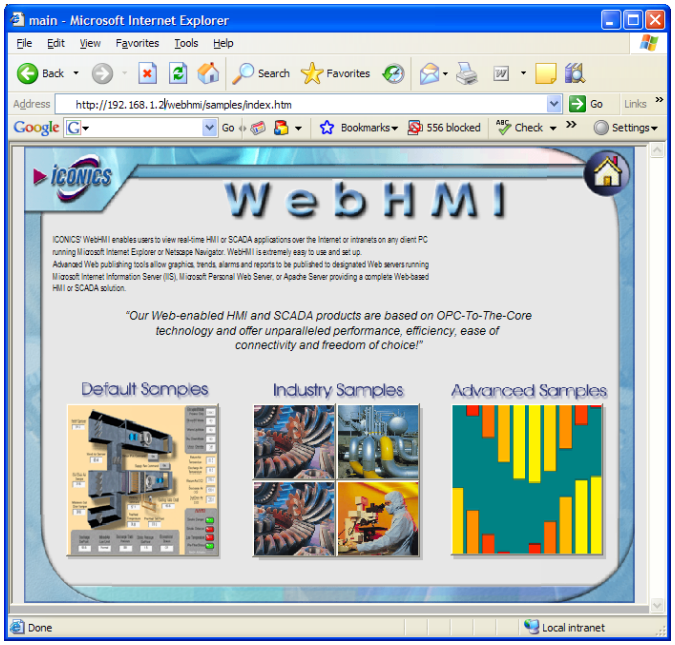

Figure L8.18: Main WebHMI Sample Page
18. After downloading the necessary objects you should see the main display (or index page) for the WebHMI samples, as shown in **Figure L8.18.** Notice that the browser was automatically redirected to **<http://192.168.1.2/WebHMI/Samples/Index.htm>**.